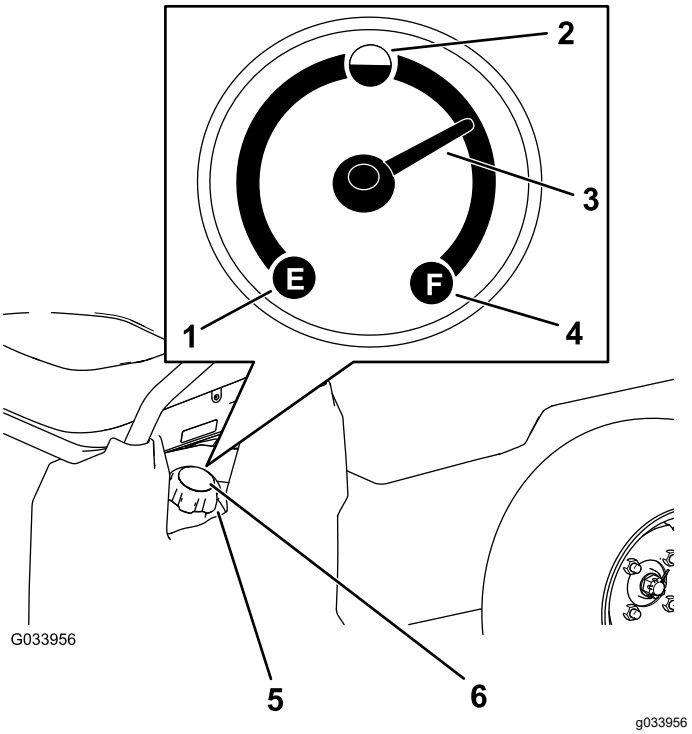

Figuur 12
4. Maak de omgeving van de dop van de brandstoftank schoon (Figuur 12).